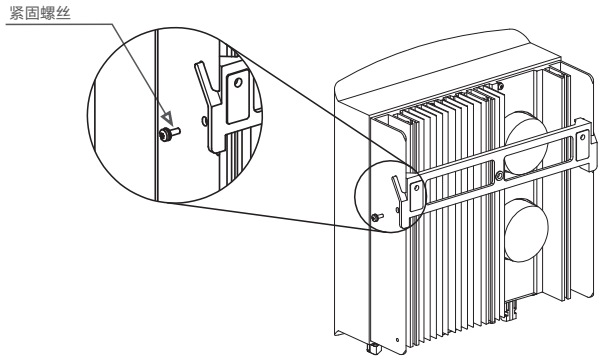

图4.6 固定背挂板
5. 使用配件中的螺钉，从逆变器底部将逆变器固定在背挂板上。（如图4.6）。